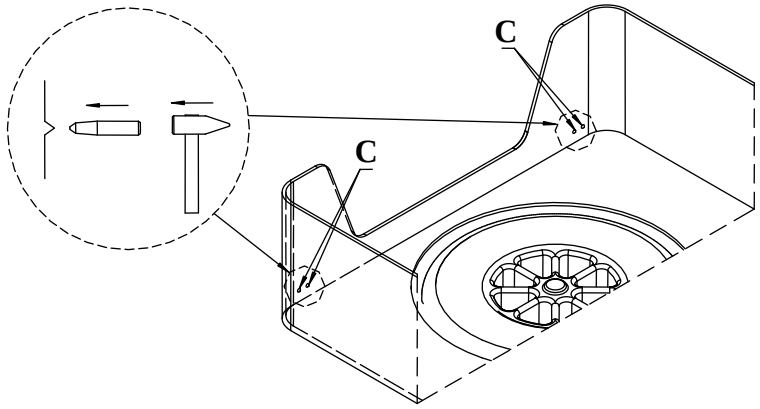

Fig. 2.
2. Place fish-plates pos. 4 and 5 on trunk's floor. Holes A and B are placed on the left and right side trunk's floor, over left and right chassis member. They are marked as dents. Find them using fish-plates 4 and 5. Then take out fish-plates and drill trunk's floor using bit ø17mm in points A and B.
4. Remove fish-plates and knock out dents (see figure 2). Resultant holes enlarge using bit ø12mm. Drill straight through rear wall of the trunk.
5. Place fish-plates pos. 4 and 5again together with distance sleeves (pos. 6, 7 and 8) and bolts M10x110mm (pos. 14) and M10x100mm (pos. 15) as shown on the figure. **NOTE!! Sleeves have different length!** Place plates pos. 9 from outside of rear trunk's wall and fix it using bolts M10x35mm (pos. 16)
6. Place main bar of the towbar (pos. 1) together with square washer (pos. 10) and fix it through holes A and B using five nuts M10 and washers ø25xø11x3mm (pos.11).
7. Fix tow-ball (pos. 2) with socket plate (pos. 3) using bolts M12x75mm (pos. 12) and M12x70mm (pos. 13) from accessories.